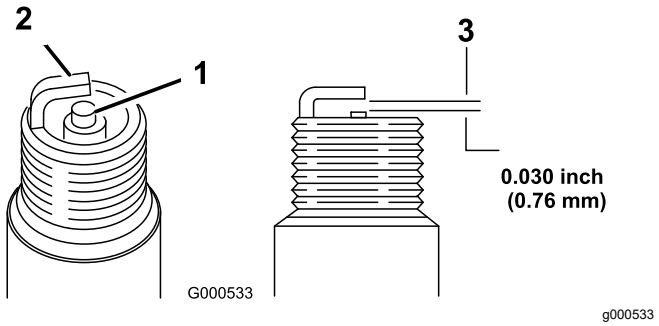

Figur 46
1. Titta mitt på tändstiften (Figur 46).
2. Kontrollera avståndet mellan mitt- och sidoelektroderna (Figur 46) och böj sidoelektroden om avståndet är felaktigt.